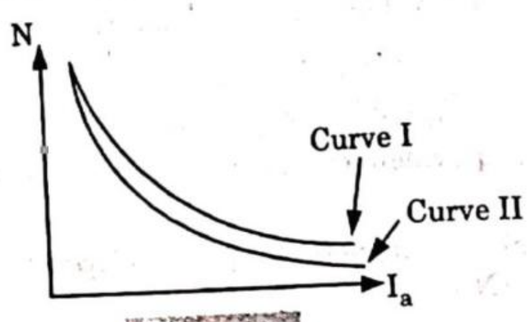

Fig. 4.8.2.
4. As I_a increases, the flux increases and hence the speed decreases as shown by curve I in Fig. 4.8.2.
5. As I_a increases, I_a $(R_a + R_{se})$ drop increases, thus E_b decreases and speed also decreases as per eq. (4.8.1) and (4.8.3). This decrease in speed due to ohmic drop is shown by curve II in Fig. 4.8.2.